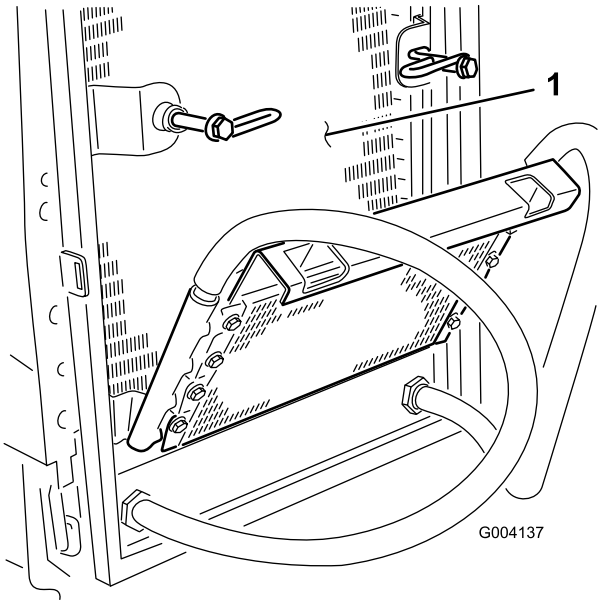

Figuur 65
6. Reinig beide zijden van de oliekoeler en de radiator grondig Figuur 65) met perslucht.